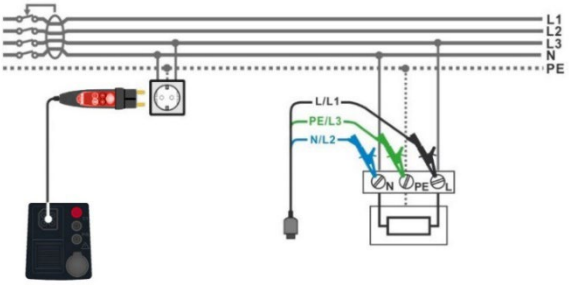

Abbildung 7.34: Anschluss des Commander-Prüfsteckers und der 3-Leiter-Prüfleitung
- Schließen Sie den 3-Leiter-Prüfleitung oder den Commander-Prüfstecker am Prüfobjekt an, siehe ***Abbildung 7.34***.